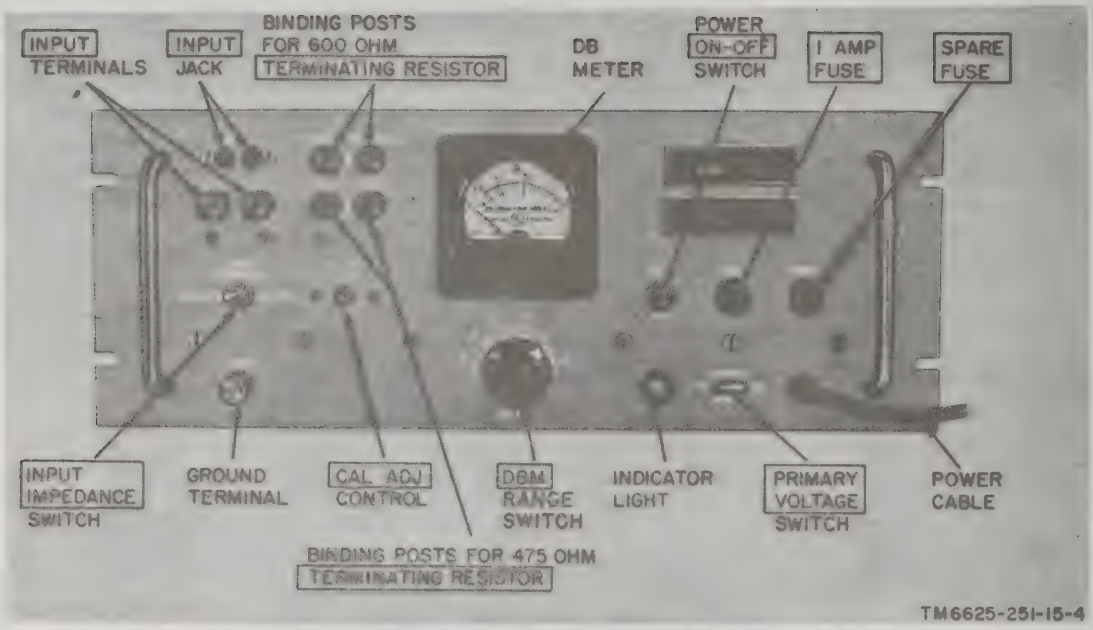

Figure 3-2. Decibel Meter ME-22(*)/PCM, front panel, showing location of controls, indicator, terminals, and jacks.
b. Connect an external ground to the GND terminal on the front panel of both the signal generator (fig. 3-1) and the decibel meter (fig. 3-2). These terminals are thumbscrew-type binding posts, each with a wire slot in the neck for convenience in making a ground connection. If available, a cold water pipe can be used for the ground connection. Connect a ground wire to the pipe with a suitable pipe clamp equipped with a soldering lug. Before connecting the clamp, thoroughly clean the pipe where the connection is to be made with emery cloth.
c. Before operating the equipment, check to be sure that the operating and spare fuses in each unit are of the correct value. The fuseholders in the signal generator (fig. 3-1) should be equipped with 2-ampere fuses and the fuseholders in the decibel meter (fig. 3-2) should be equipped with 1-ampere fuses.
a. Set the power ON-OFF switch of Decibel Meter ME-22(*)/PCM (fig. 3-2) the ON position. Allow the equipment to warm up for a period of 5 to 10 minutes.